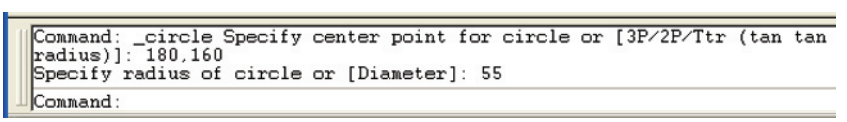
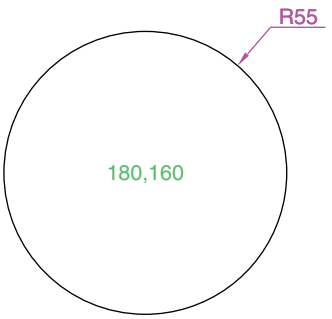

Fig. 2.12 First example – **Circle**. The command line prompts when **Circle** is called
Fig. 2.13 First example – **Circle** tool
First example – Circle tool (Fig. 2.13)
3. *Enter* numbers against the prompts appearing in the command window as shown in Fig. 2.12, followed by *right-clicks*. The circle (Fig. 2.13) appears on screen.